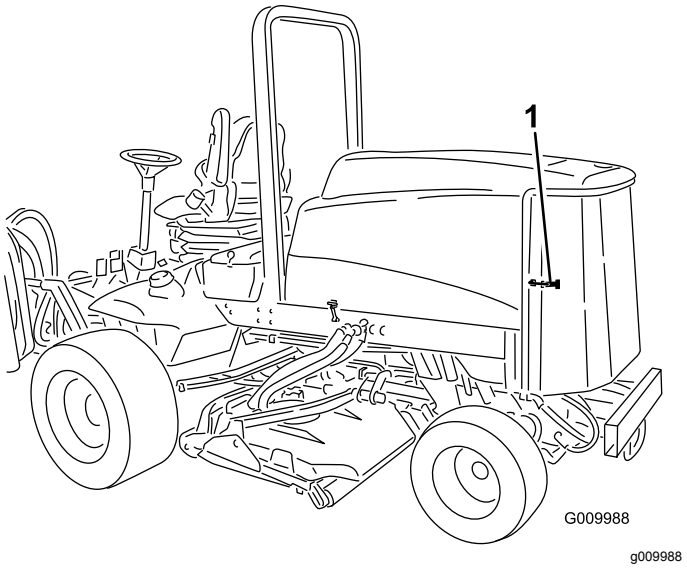

Rysunek 72
1. Odblokuj i otwórz tylną osłonę (Rysunek 72).